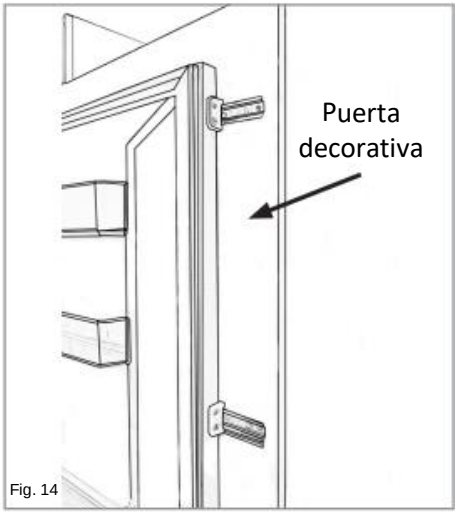

Fig. 14
- El aspecto terminado para los deslizadores de puerta debe ser similar a lo mostrado en la Fig. 14, que muestra 2 deslizadores en su lugar.